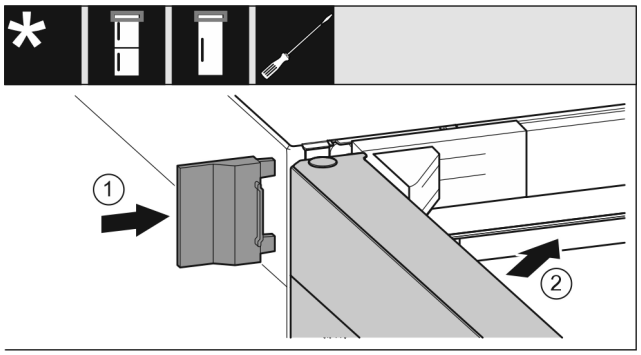

Fig. 26
▶ Navlecite zunanji pokrov *Fig. 26 (1)*.
▶ Zaprite zgornja vrata *Fig. 26 (2)*.